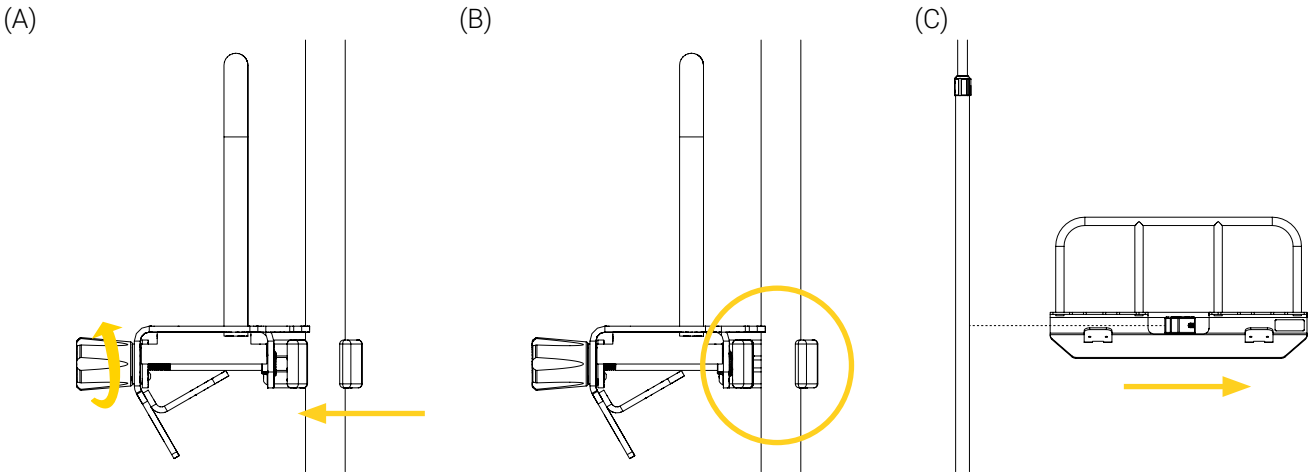

Figure 17: Removing the Pump Carrier – 254 from the IV stand
1. Remove the Pump Carrier – 254 from the IV stand (Figure 17). Refer to the « Remove the Pump Carrier – 254 from the IV Stand » section on page 21, if needed.